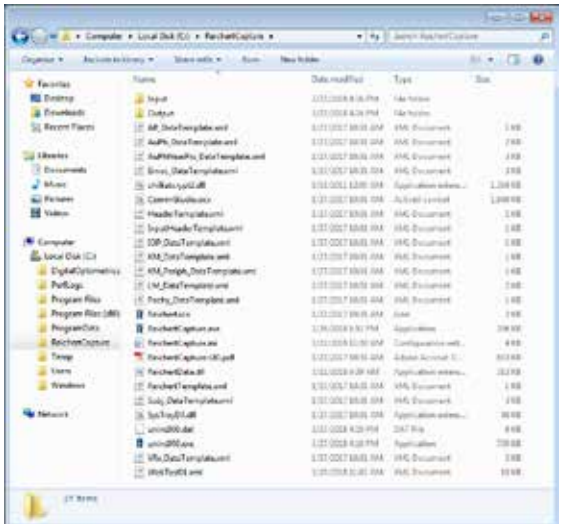

Figure IS-8, Program Files
8. A sample of the directory files for the ReichertCapture is displayed in Figure IS-8.